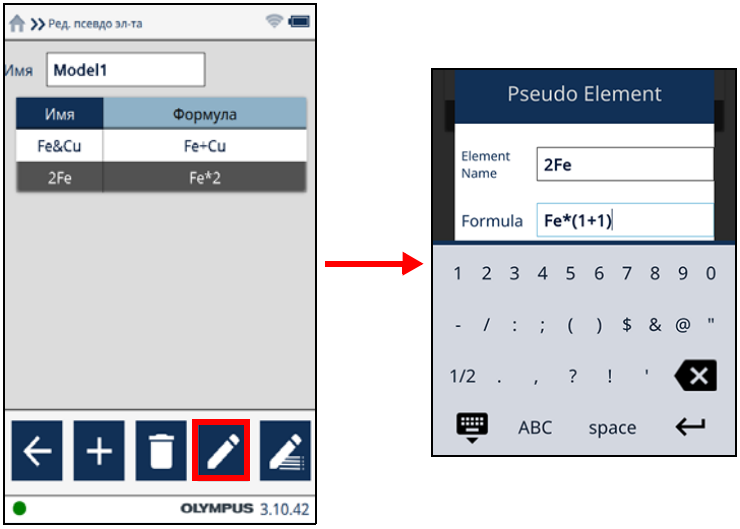

Рис. 2-52 Экран (слева) и диалоговое окно (справа) Ред. псевдо эл-т
3. Нажмите на псевдоэлемент, который вы хотите редактировать (см. Рис. 2-52 на стр. 61 [слева]).
4. Нажмите кнопку **Редактировать** ( ) для отображения диалогового окна **Псевдоэлемент** (см. Рис. 2-52 на стр. 61 [справа]).